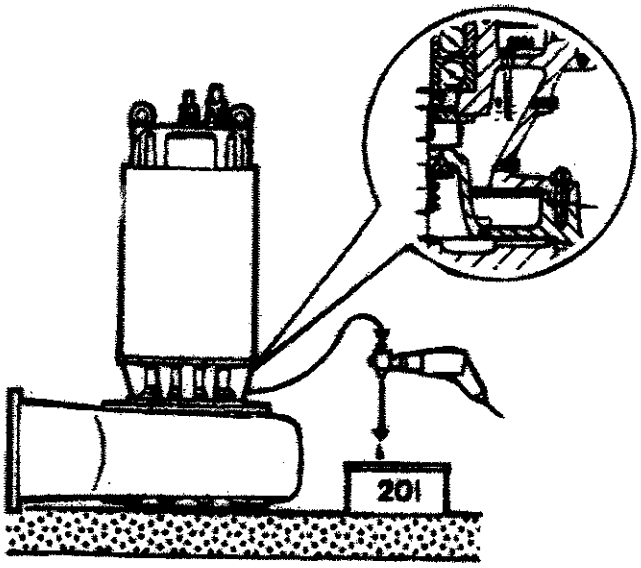

rys. 15. Odsysanie oleju przy pomocy pompki.
- W celu wymiany oleju należy pompę usunąć z pompowni (rys. 15) i odkręcić korek spustowy